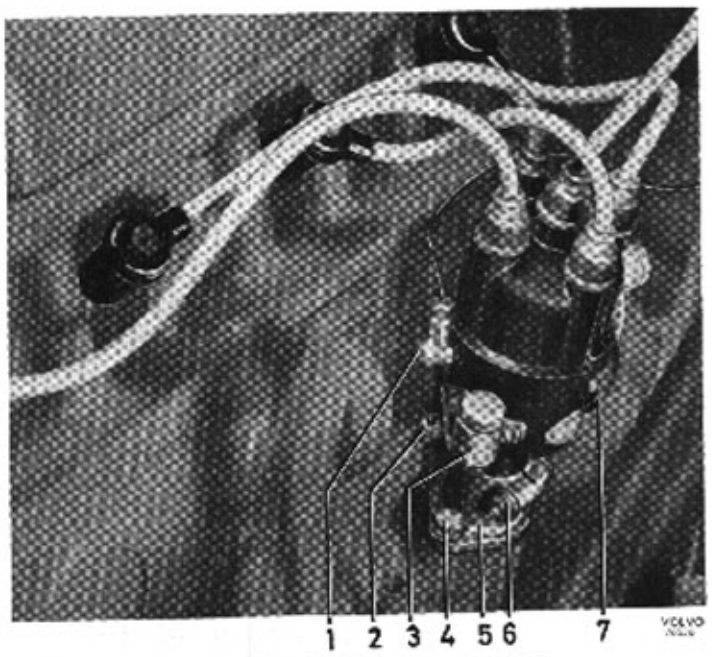

Bild 34-4. Fördelaren monterad
3. Lossa lågspänningsledningen 1, bild 34-4.
5. Lossa skruven 6, bild 34-4 och lyft upp fördelaren.